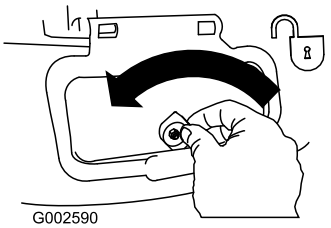

Figure 39
1. Unlock the side discharge door (Figure 39).